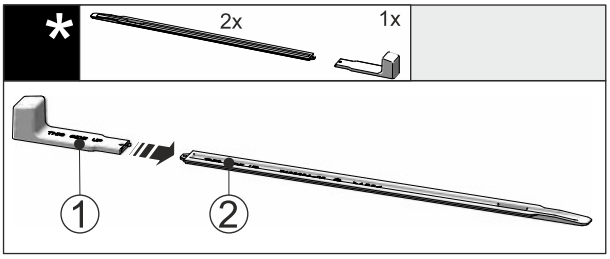

Fig. 48
▶ Inserire l'impugnatura di montaggio *Fig. 48 (1)* sulla guida di livellamento *Fig. 48 (2)*.